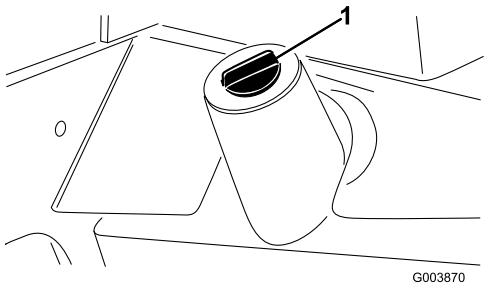

Figur 71
2. Ställ ett stort avtappningskärl under avtappningspluggen under hydraultanken (Figur 71).
Ta bort avtappningspluggen från hydraultankens undersida (Figur 71) och låt hydrauloljan rinna ner i uppsamlingstråget.